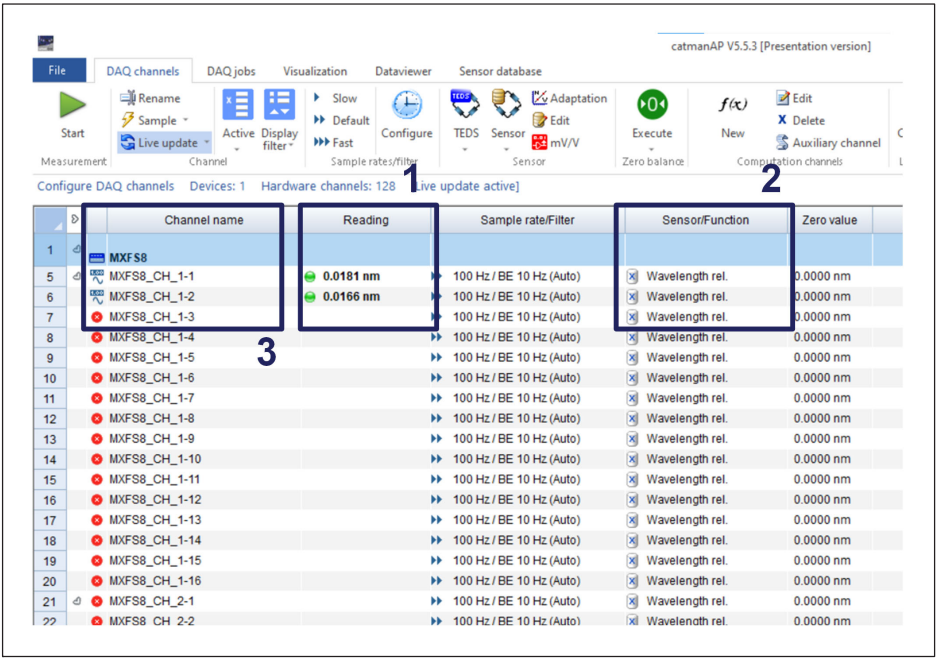

Fig. 5.3 System check and sensor identification
The sensors can be checked by applying a small force by hand to each sensor and reading the result from the DAQ Software. In this way, each “channel number – sensor pair” is identified and the functionality of the sensor verified (number **1** in *Fig. 5.3*)
- Ensure that all channels of the interrogator are defined as “wavelength (rel)” (number **2** in *Fig. 5.3*)
- Rename the sensor by double clicking on top of the channel name (number **3** in *Fig. 5.3*)